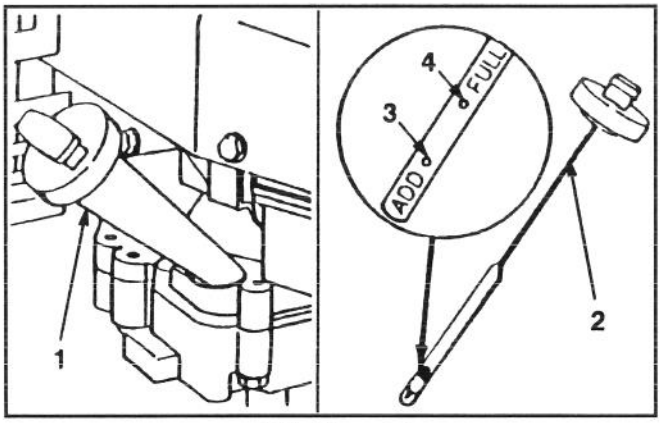

Abbildung 7
Vor jedem Gebrauch sicherstellen, daß sich der Ölstand zwischen VOLL und NACHFÜLLEN befindet (Abb. 7).
3. Den Ölmeßstab abwischen und in den Einfüllstutzen stecken. Die Verschlußkappe um eine Vierteldrehung drehen. Den Meßstab wieder herausziehen und den Ölstand prüfen (Abb. 7). Ist der Ölstand niedrig, den Ölstand nur bis zur VOLL-Markierung auffüllen. **NICHT ÜBER DIE VOLL-MARKIERUNG ANFÜLLEN, DENN DER MOTOR KÖNNTE BEIM STARTEN BESCHÄDIGT WERDEN; ÖL LANGSAM EINFÜLLEN.**